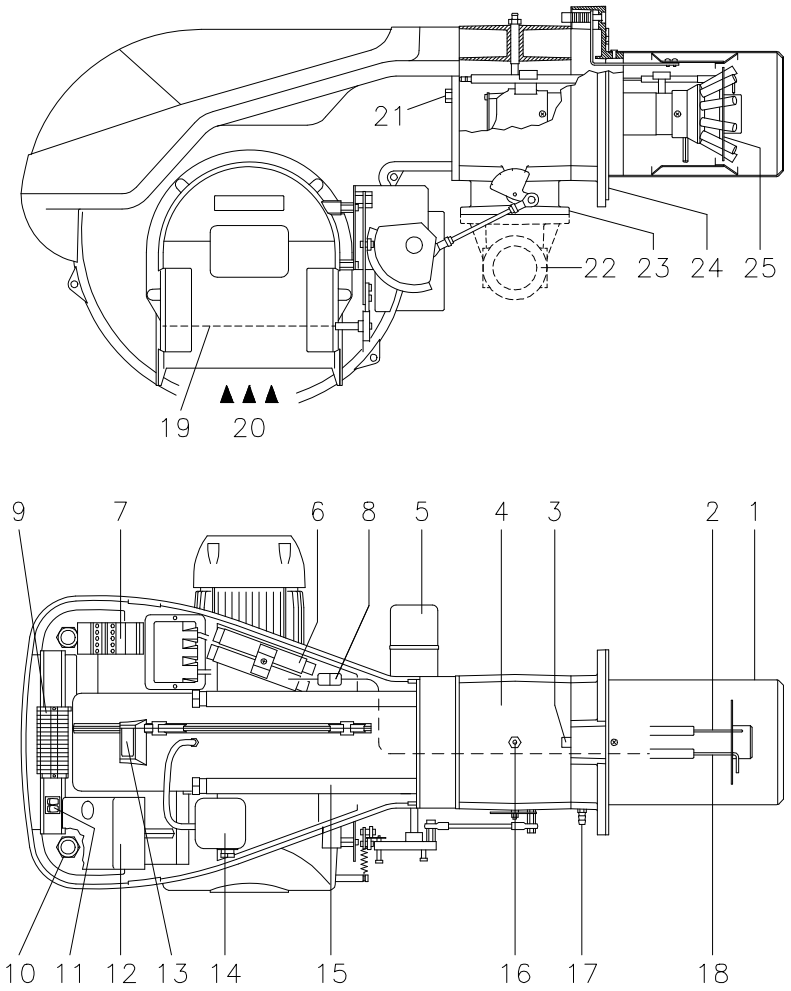

Рис. 5
(1) Исходные условия: Температура окружающей среды 20°C - Температура газа 15°C - Атмосферное давление 1013 мбар - Высота над уровнем моря 0 м.
(2) Давление в контрольной точке 16) (рис. 5) при нулевом давлении в камере сгорания и максимальной мощности горелки.
(3) Действительно для природного газа с низшей теплотворной способностью 10 кВт·ч/Нм³.
(4) Действительно для сжиженного газа с низшей теплотворной способностью 13 кВт·ч/кг.